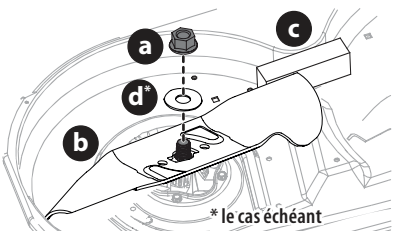

Fig. 51
2. Utilisez une clé de 15⁄16 po pour maintenir l'écrou hexagonal au sommet de l'ensemble de la fusée en desserrant l'écrou hexagonal (a) et la rondelle (d)* retenant la lame (b). Vous pouvez placer une cale en bois (c) entre le carter du plateau de coupe et le tranchant de la lame (b) pour aider à débloquer l'écrou hexagonal (a) et la rondelle (d)* retenant la lame (Fig. 51).
2. Lorsque vous réinstallez les lames, assurez-vous de ce qui suit (Fig. 51 à la page 107) :